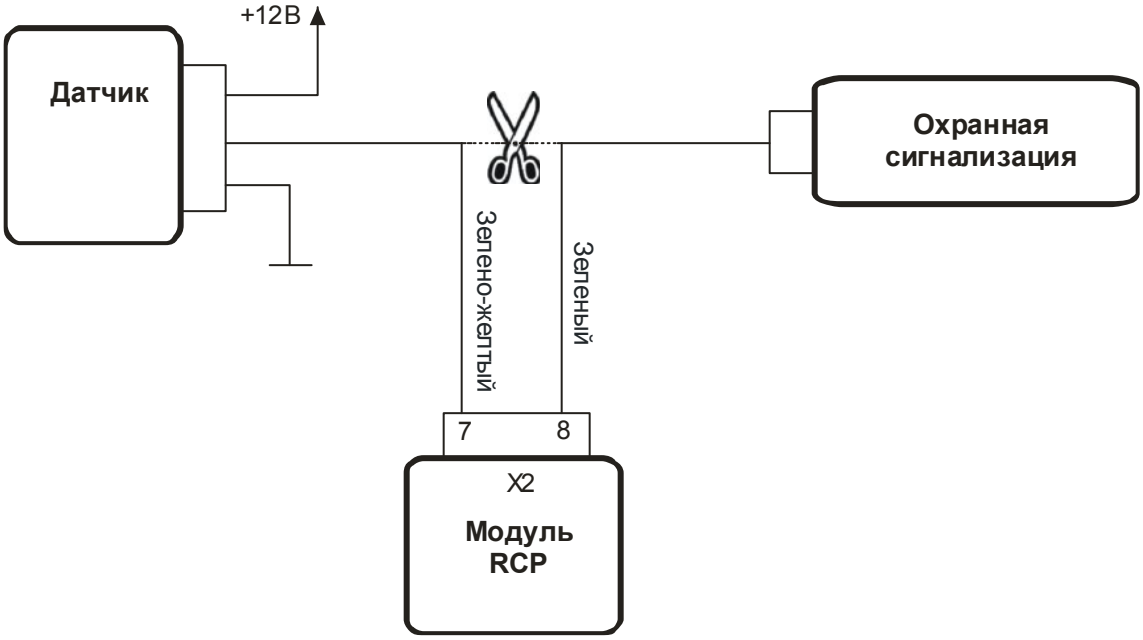

Рисунок 7
- **Отключение датчика ДС во время работы ППП (рис. 7)**